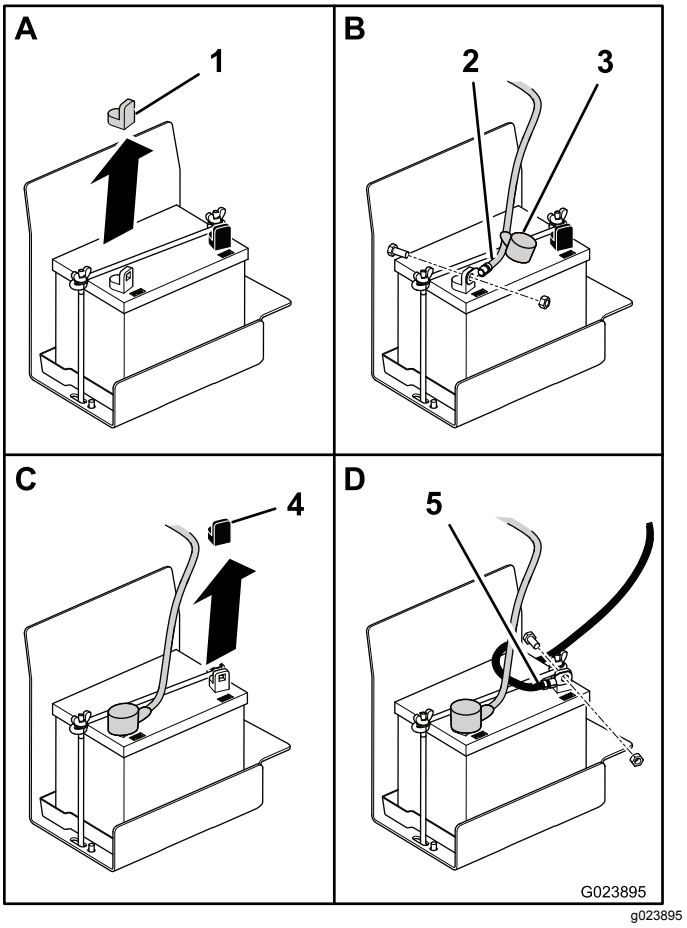

**Figur 5**
2. Fjern det røde plastdæksel fra batteriets pluspol (Figur 5).